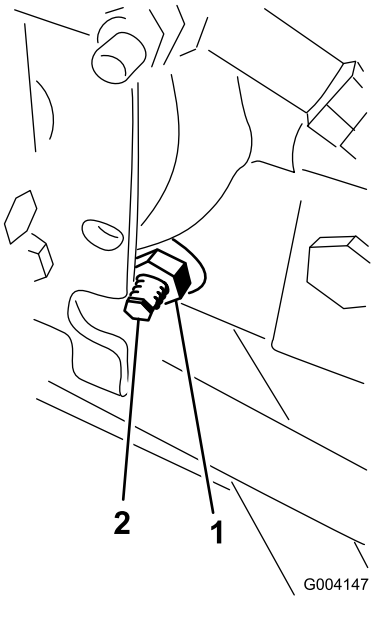

Figur 63
3. Løsn låsemøtrikken på traktionsjusteringsknasten til højre for hydrostaten (Figur 63).